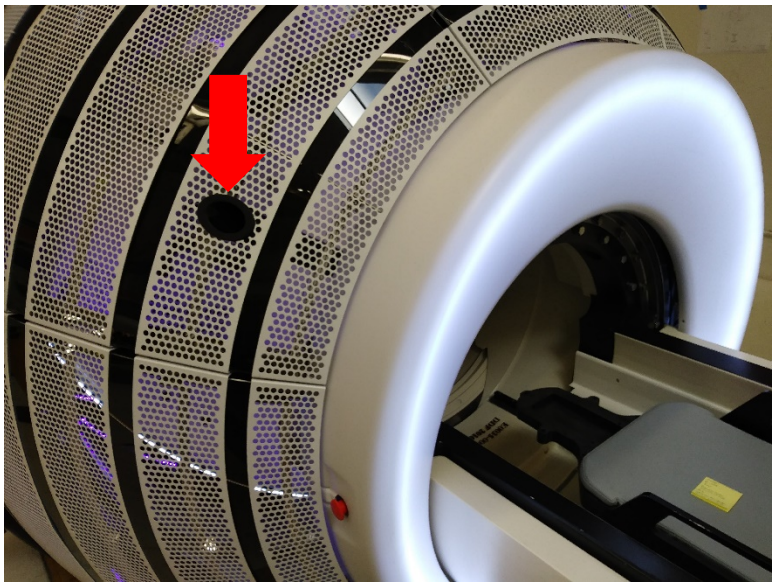

Figura 3-18 Puerto de ubicación para pasar cables en el sistema Zap-X.
7. Con mucho cuidado pase la cámara de ionización al interior del equipo a través del orificio de acceso cercano a la puerta, asegurándose de proporcionar suficiente cantidad de cable para asegurar una correcta operación (consulte la figura 3-18).
5. Pase cuidadosamente los cables necesarios a través de los puertos apropiados en el sistema (consulte el figura 3-18).